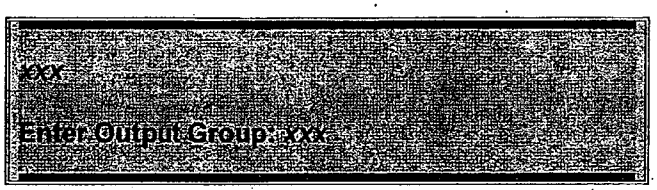

Figure 15A
6. Using numeric keys, enter the desired output group number or press the signal circuit switch. The assigned output group number now is displayed in top left as shown in Figure 15A.